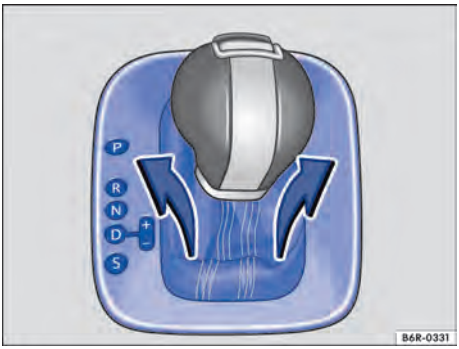

Fig. 155 Desmontar a cobertura do quadro da alavanca seletora.
- Puxar para cima a cobertura na área da capa da alavanca seletora ⇒ Fig. 155.